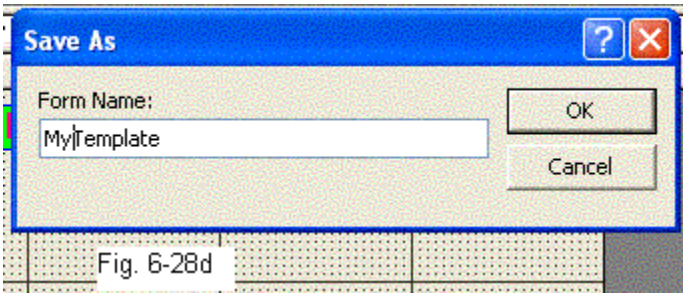

Fig. 6-28d
1. All controls have the **Visible** property set as **Yes**. For all controls, select the menu, **Format, Set Control Defaults** (see Fig. 6-28c and Fig. 6-28d). Save the template under a name you like. Access usually uses a form named Normal as its form template, which is hidden from users. It is the same design for a report template. If you don't create a template, then Access will use its built-in form, which is what you see whenever you click **New** to create a new form or report. Of course, if you make a customized form a template and name it **Normal**, then Access will use this form as the default template. If you name this template form with a different name, you can still ask Access to use the template you create as the default by completing step 2.